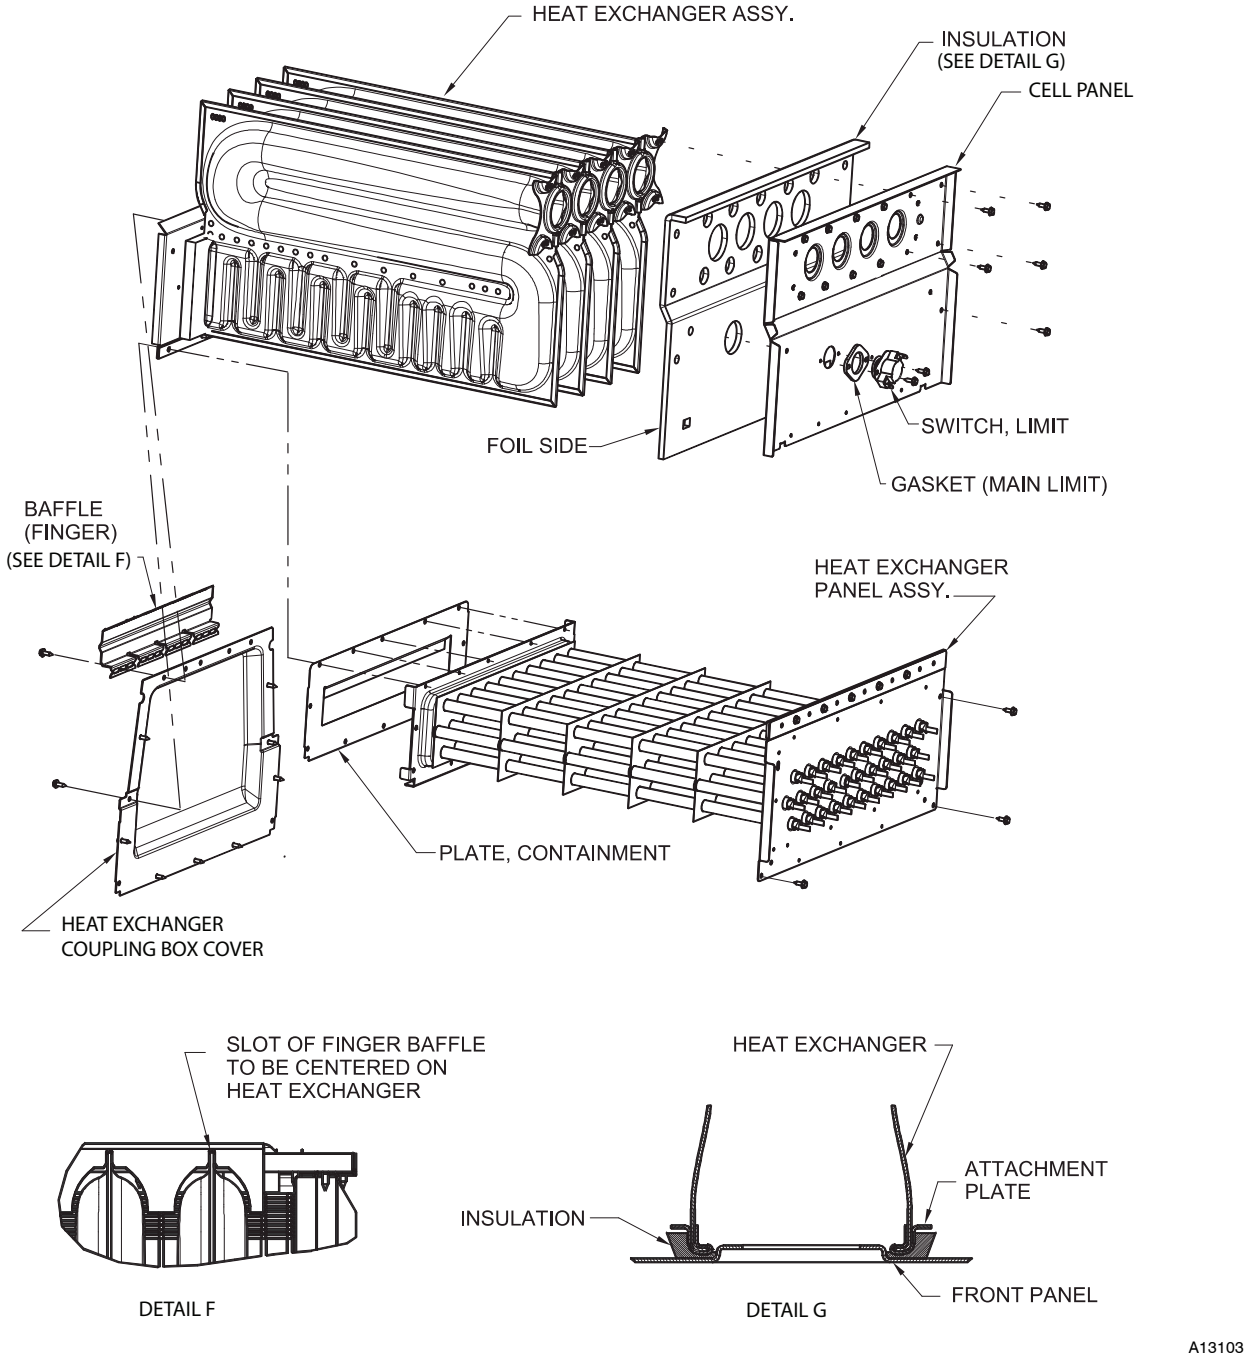
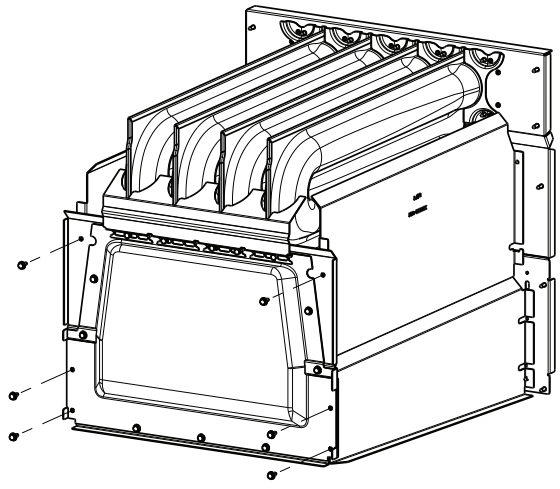

**Fig. 5 - Heat Exchanger Removal / Installation**
**Fig. 6 - Sidewall Baffle Removal / Installation - Rear View**
1. Remove the screws that secure the finger baffle from the Coupling Box Cover. See Fig. 5.
5. Once the Coupling Box cover is sufficiently loosened, remove the coupling box cover from the rear of the Heat Exchanger Assembly. See Fig. 6.
3. Insert all the screws, except the outboard screws in the primary outlet panel, to secure the primary heat exchanger panels to the condensing heat exchanger panels (front and back). See Fig. 5.
2. Align the Coupling Box Cover over the rear of the Heat Exchanger Assembly. See Fig. 5 and Fig. 6.
4. Align the Finger Baffles along the top edge of the Coupling Box Cover. See Fig. 5.
Insert the slot on the sidewall baffle over the tab on the primary cell panel. See Fig. 6.